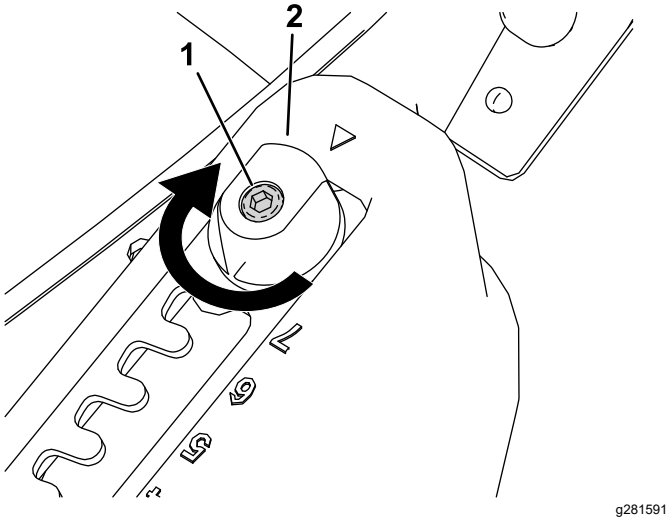
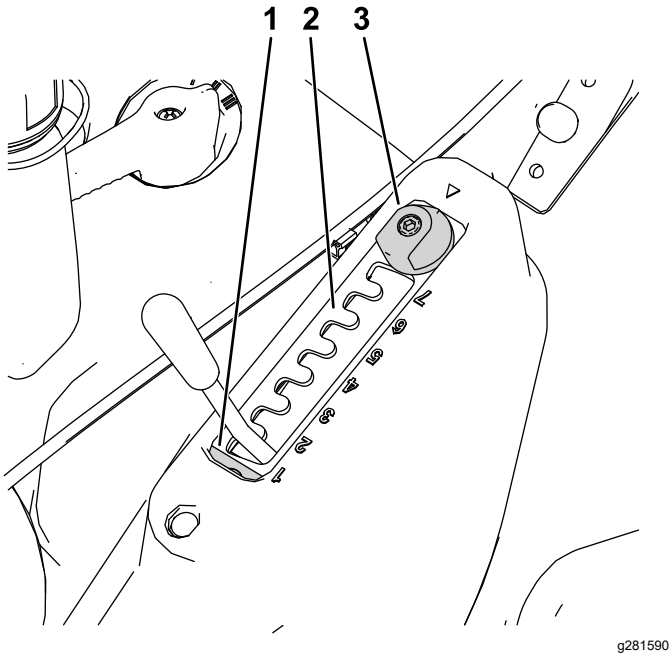

Rysunek 13
Rysunek 14
1. Za pomocą klucza trzpieniowego poluzuj śrubę zabezpieczającą płytę wybieraka (Rysunek 13).
2. Przekręć regulator Matchcut o 180° (Rysunek 13 oraz Rysunek 14).